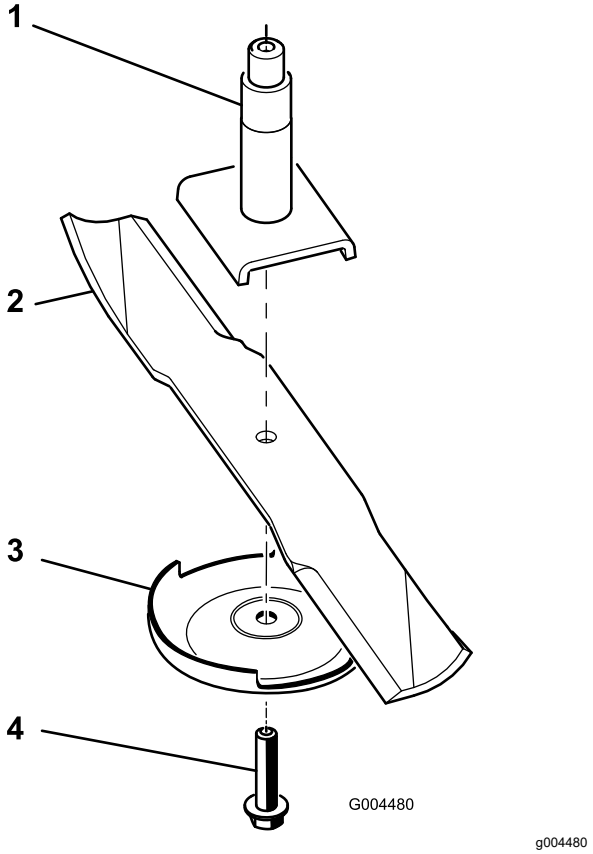

Figur 77
Obs: Om kniven stannar kvar i ett horisontellt läge är den i balans och kan användas. Om kniven inte är balanserad kan du fila bort lite metall från knivens segeldel (Figur 77). Upprepa proceduren tills kniven är balanserad.
1. Montera kniven på spindelaxeln (Figur 77).
2. Montera antiskalpplåten och knivbulten (Figur 77).